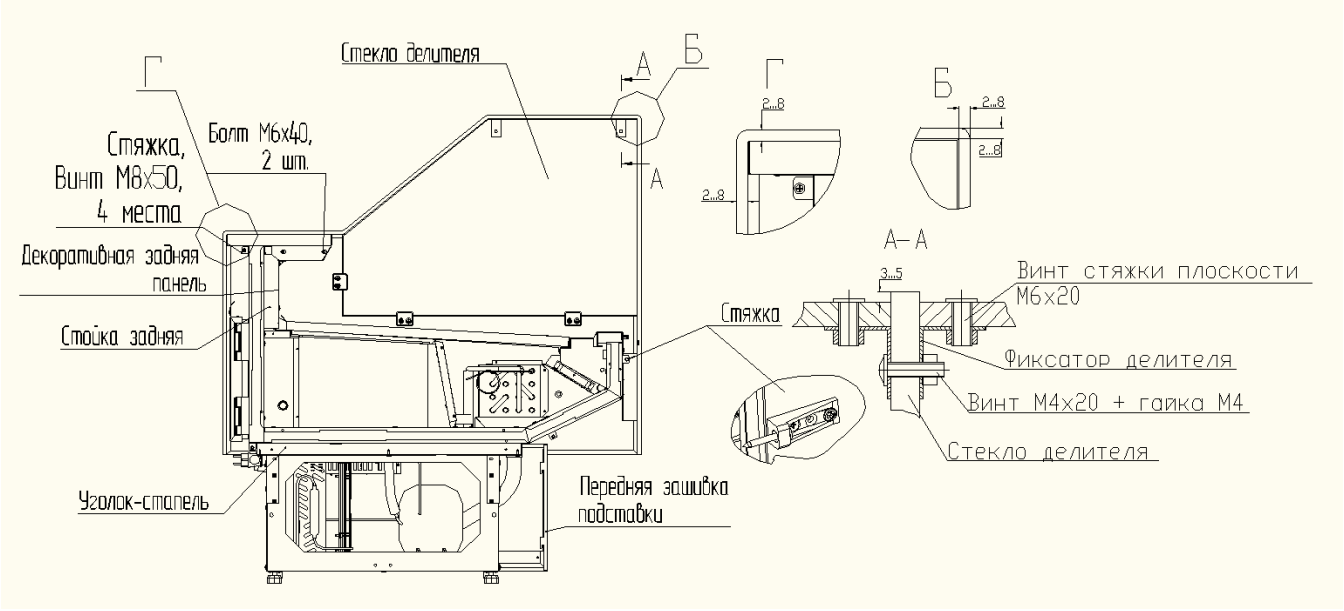

Рис. 8 Схема монтажа в линию с герметичным делителем
Для соединения холодильных витрин (далее витрин) в линию необходимо (см. рис. 8):
2). При помощи саморезов 5х40 установить по левому торцу сопрягаемых ванн (далее с левой стороны) герметичный делитель (см. рис. 8)
5). Установить верхнее остекление на витрину, фиксацию остекления между витринами в месте установки герметичного делителя осуществить винтами М4х20 и фиксаторами делителя (см. рис. 8, сечение А-А).